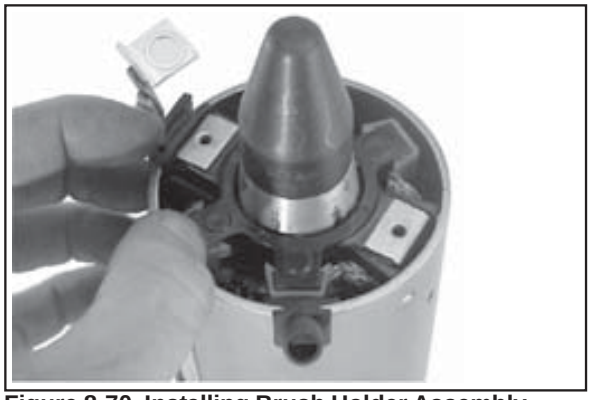

Figure 8-70. Installing Brush Holder Assembly using Tool with Extension.
d. Hold the starter assembly vertically on the end housing, and carefully place the tool (with extension) and assembled original brush holder assembly onto the end of the armature shaft. Slide the brush holder assembly down into place around the commutator, install the positive (+) brush lead grommet in the cutout of the frame. See Figure 8-70.